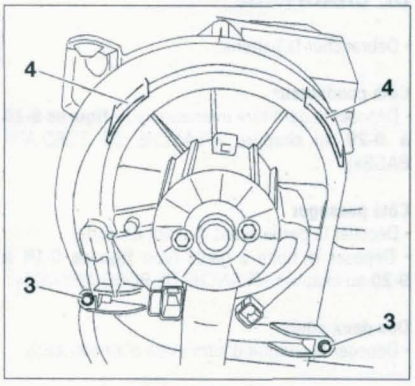

FIGURE 10-10
• Déposer les vis (3) **(figure 10-10)**
À la repose, engager les pattes (4) dans leurs encoches **(figure 10-10)**, rebrancher toutes les connexions puis effectuer un contrôle de fonctionnement.